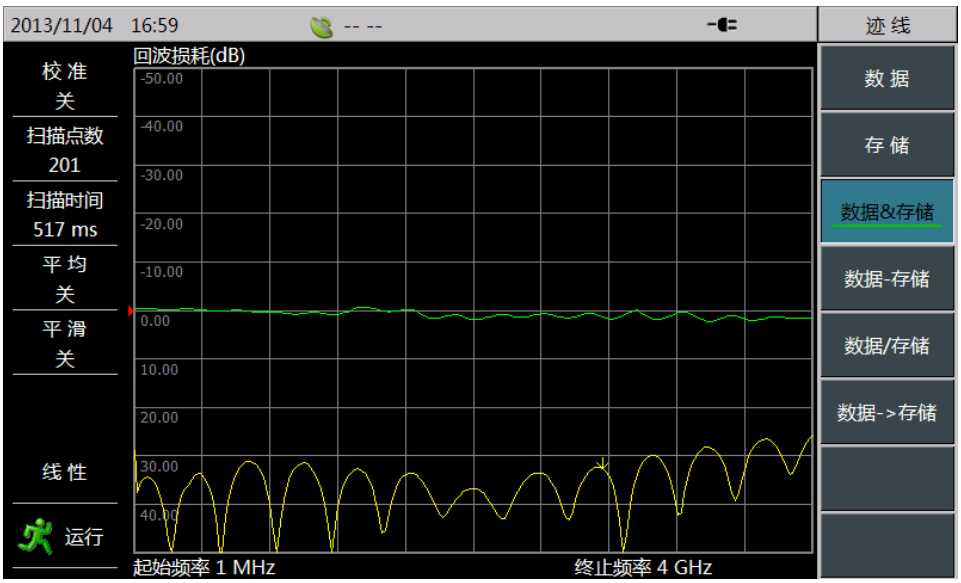

图 5.33 迹线显示
- 按[数据&存储]键，则屏幕中同时显示测量数据和存储数据所对应的两条迹线。如图 5.33 所示，绿色为已存储迹线，黄色为当前扫描迹线：